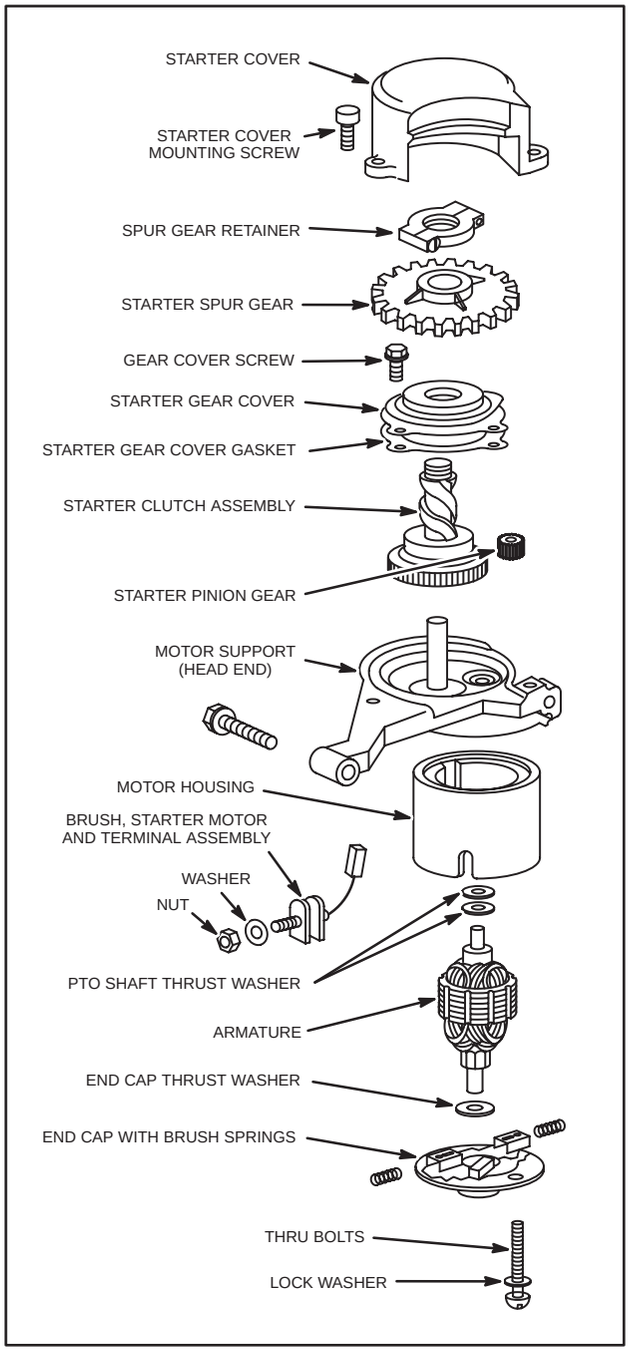

Fig. 648 – EXPLODED VIEW
1. Study Fig. 648 prior to Starter Motor Disassembly.